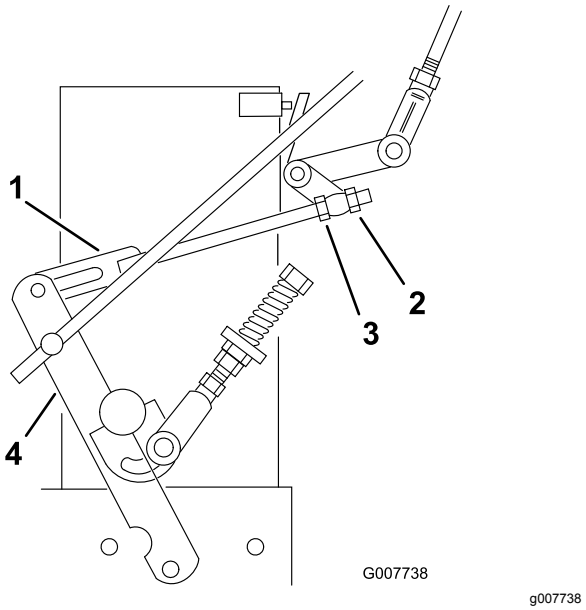

Figur 36
8. Lossa den främre justermuttern på den vänstra hydraulreglagelänken enligt Figur 36.
9. Vrid den vänstra bakre justermuttern moturs tills hjulet börjar rotera framåt (Figur 36).
10. Vrid den bakre justermuttern medurs ett kvarts varv i taget. För sedan växelväljarspaken framåt och tillbaka till NEUTRALLÄGET. Upprepa detta tills det vänstra hjulet slutar rotera framåt (Figur 36).